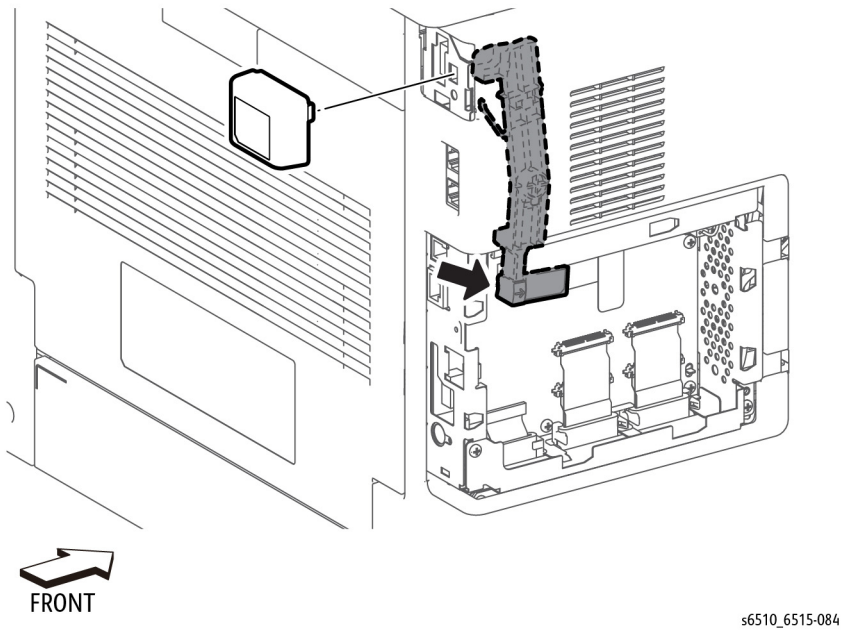

Figure 1 Remove the WIFI Module (MFP)
2. Refer to Figure 1 to push the WIFI Link in the direction of the arrow to remove the Wireless Module.